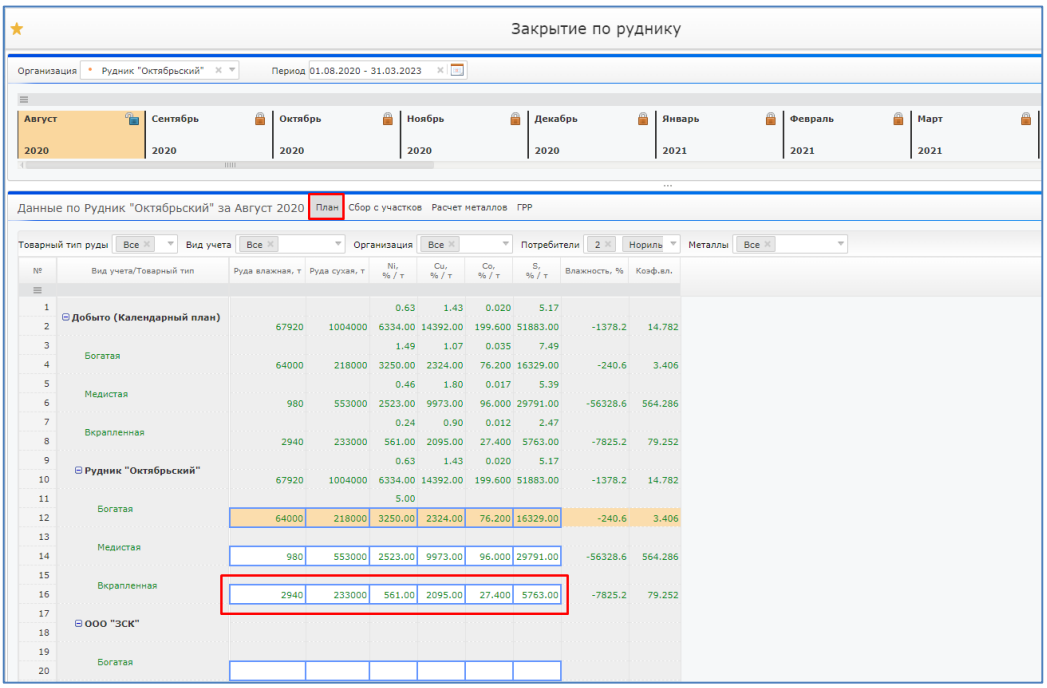

Рисунок 63. План
3. Ввести «Добыто» в ячейки с синей границей (Рисунок 63).